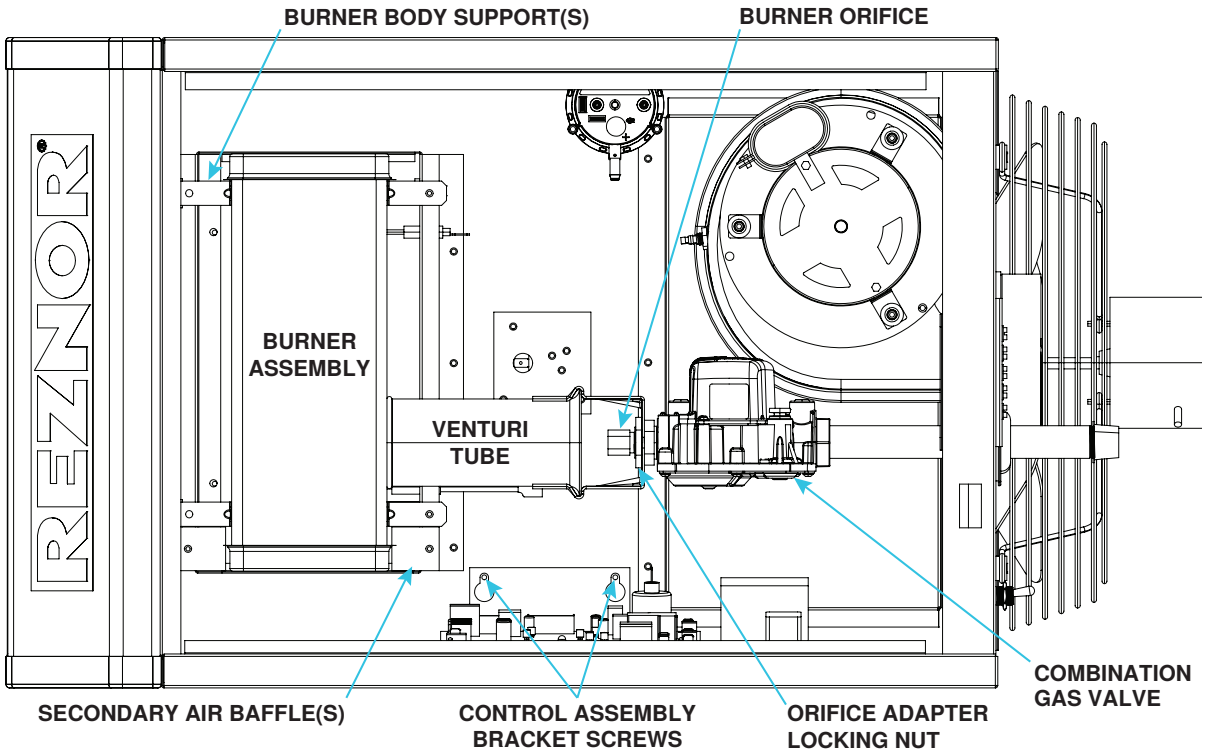

**Figure 22. Burner Compartment (Typical)**
Visually inspect the burner compartment (see **Figure 22**). If there is an accumulation of dirt, dust, and/or lint, clean the compartment and remove and clean the burner as follows:
2. Remove burner assembly (see **Figure 22**):
(1) Remove four screws that secure end cap to burner housing.
(2) Lightly tap end cap to remove it.
5. Re-install burner assembly (see **Figure 22**):